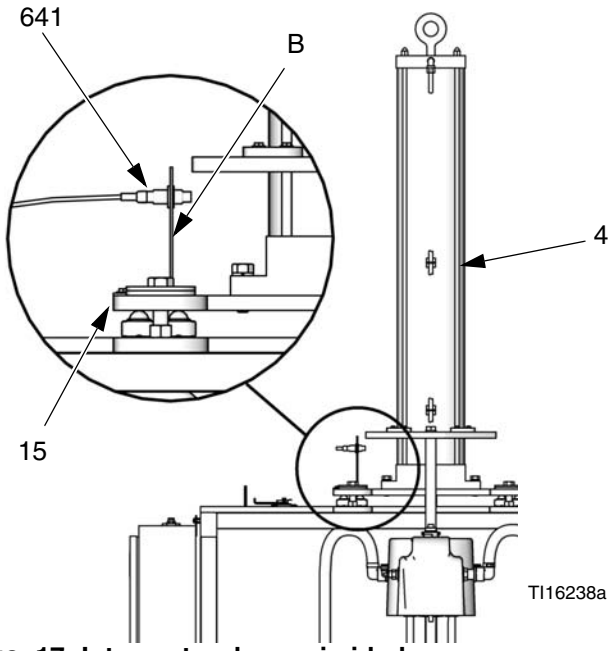

FIG. 17: Interruptor de proximidad
Vea la FIG. 17.
2. Marque la posición del interruptor de proximidad (641) en su ménsula (B) para asegurar que el interruptor nuevo se instale en la misma posición. Consulte la FIG. 17.